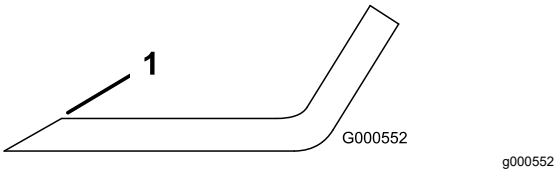

Rysunek 69
1. Użyj pilnika w celu naostrzenia krawędzi tnącej na obu końcach każdego ostrza (Rysunek 69).
Informacja: Jeżeli ostrze nie jest wyważone, spiłuj nieco metalu z obszaru łopatki (Rysunek 69).